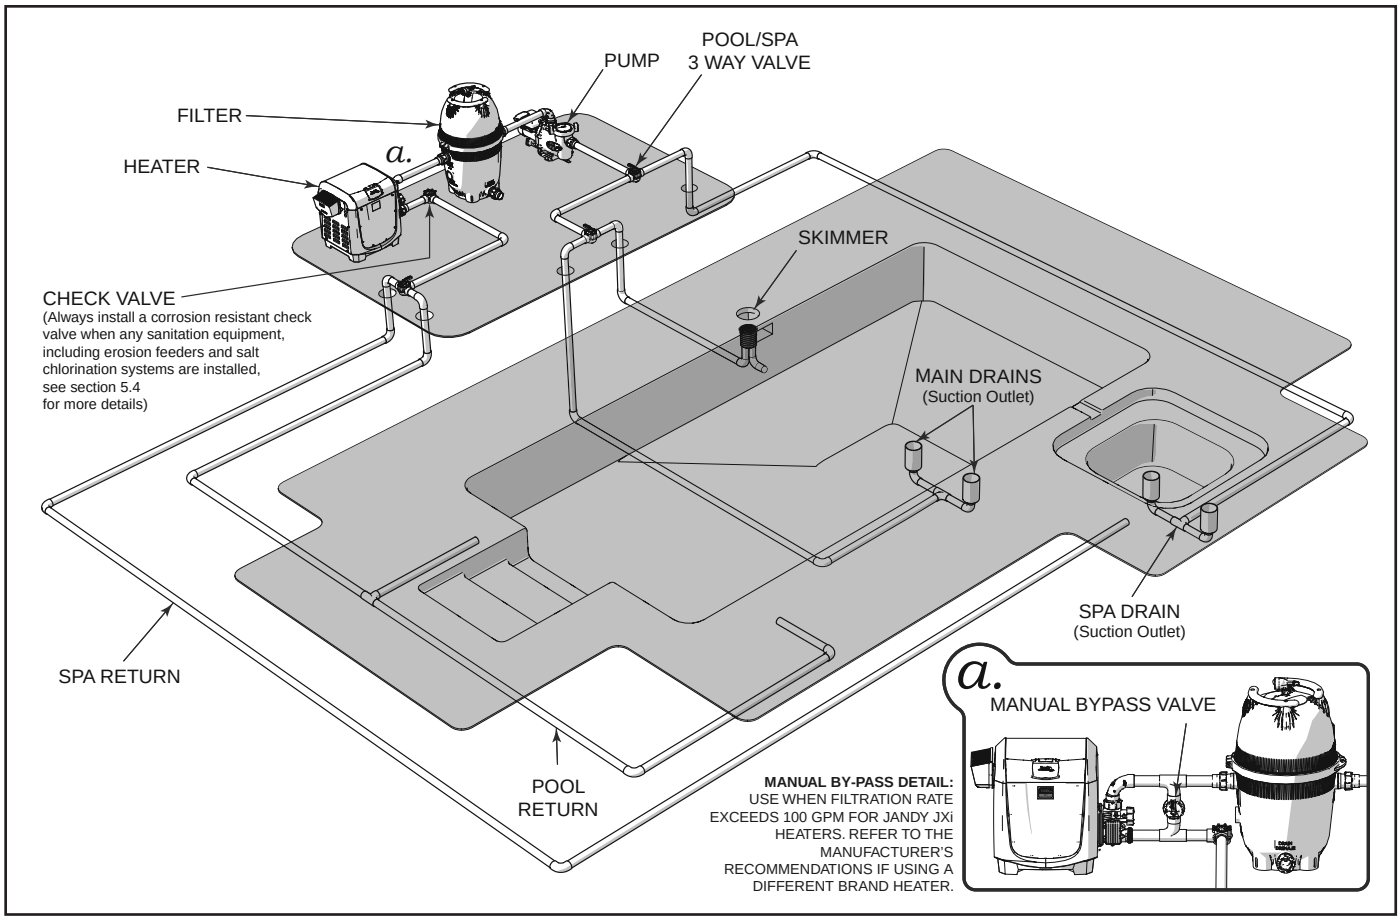

Figure 7. Typical Water Piping Configuration
Install pool system components with connections as illustrated in *Figure 7*. Any configuration other than as illustrated in *Figure 7* can affect the operation of the water pressure switch. Locating the heater above or below the pool water surface can also affect operation of the water pressure switch.
- Connect ball valve between water inlet and outlet. See inset "a." in *Figure 7*.